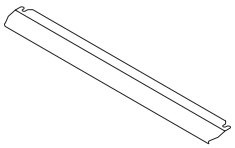

Figura 26
1. Um painel de segurança é projetado para proteger o painel de controlo e os botões quando o forno estiver no modo de grelhador. (figura 26)